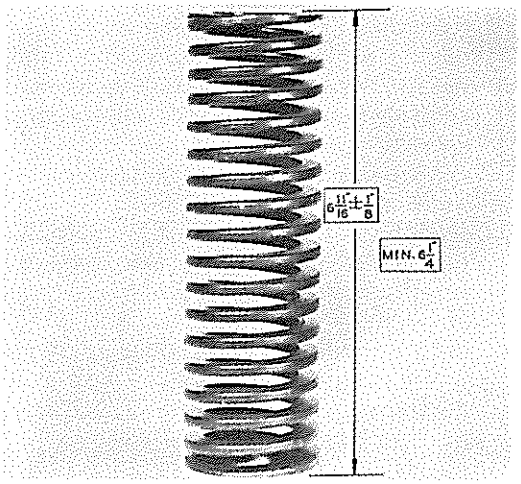

FIG. 14
9. CLUTCH SPRINGS: (HD 14: **2079** and above) Inspect spring by measuring its "free height," that is, its height when standing upright with nothing compressing it, as shown in Fig. 14. The maximum free height is 6 11/16". The minimum free height is 6¼". If it is less than 6¼", it is an indication that the spring has lost its tension and new springs should be installed.